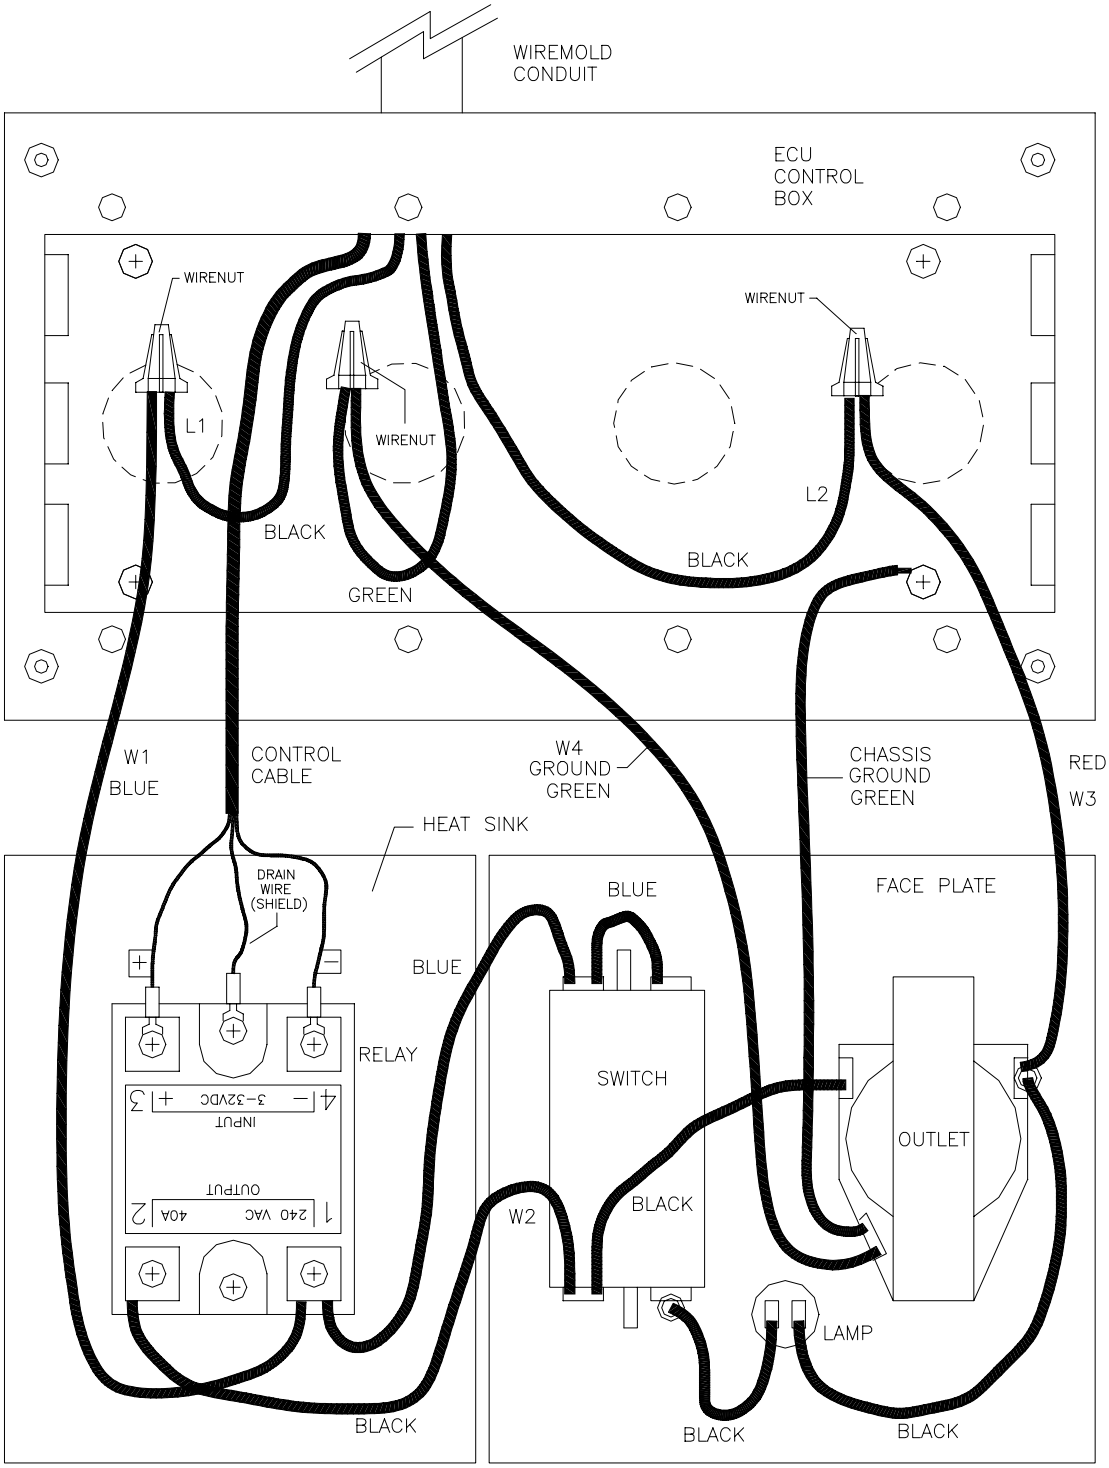

Figure 3-9 Air Conditioner Control Box Wiring Diagram
3. Swing the face plate and heatsink away from the ECU control box as shown in Figure 3-9.
4. Loosen or remove the four terminal screws on the relay, and remove the power and control wires (see Figure 3-9).